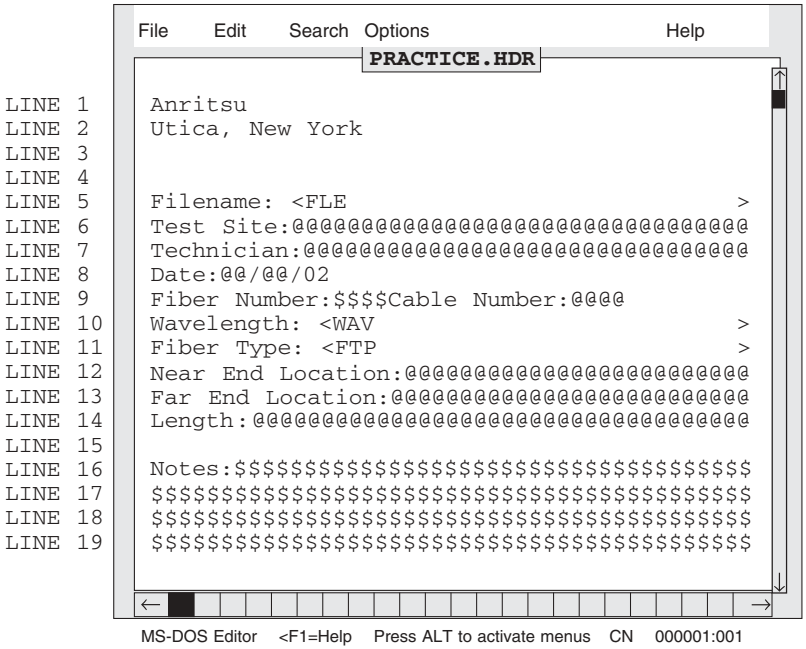

Figure 3-6: Custom Header Template Screen
- The symbols "<" and ">" indicate the start (<) and end (>) of an Auto Field (see Figure 3-6 on page 36).